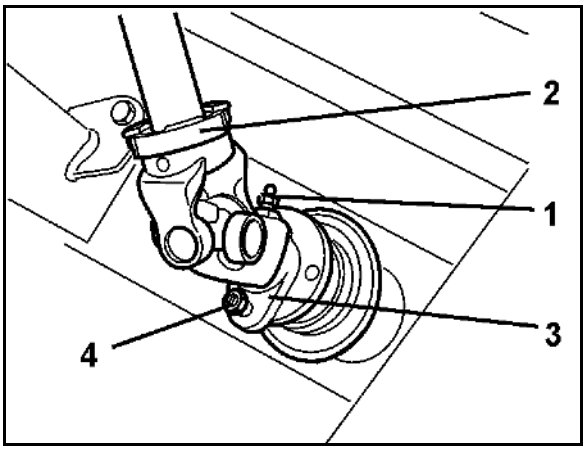

Rys. 96
1. Zluzować stożkowy smarownik (Rys. 96/1) w widełkach łączących (Rys. 96/2) wałka przegubowego.
2. Usunąć śrubę ścinalną (Rys. 96/4) między kołnierzem widełek (Rys. 96/3) wałka przegubowego i kołnierzem wałka atakującego przekładni.